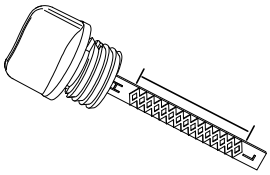

Figure 2-9. Plage de fonctionnement sûr
6. Voir ***Figure 2-9***. Retirez la jauge et vérifiez que le niveau d'huile se situe dans la plage permettant un fonctionnement sûr.